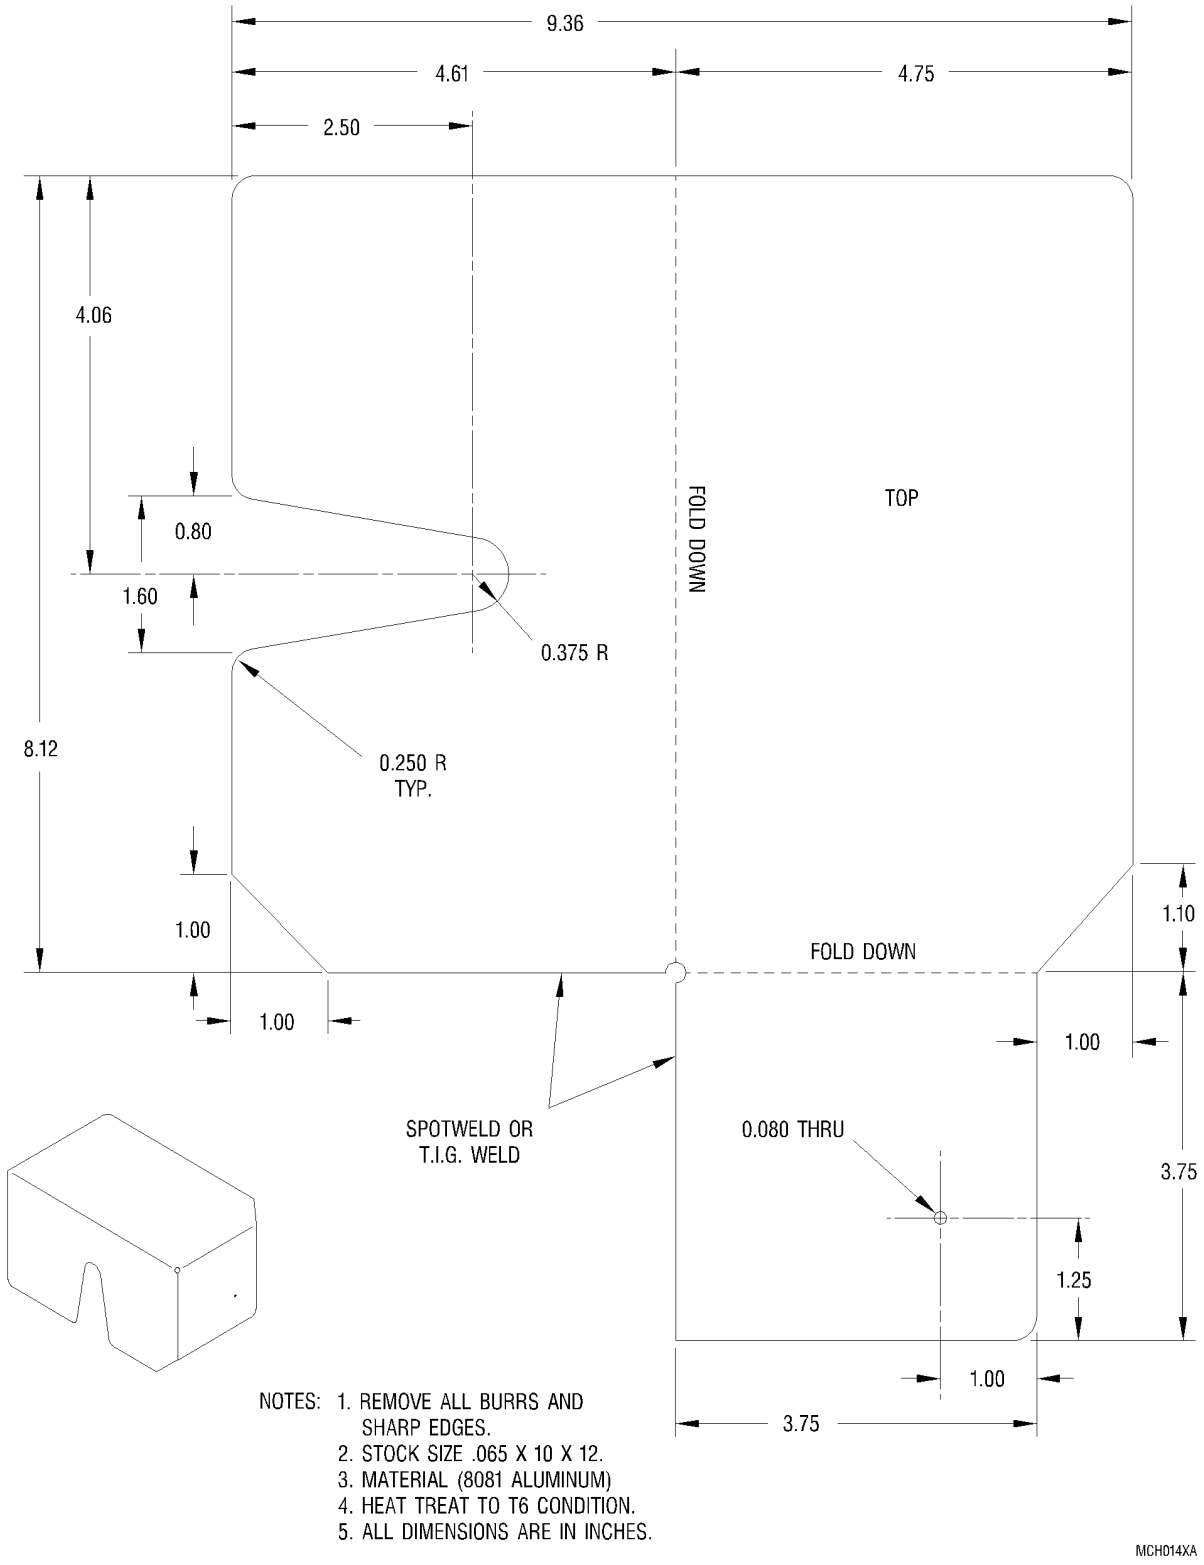

Figure 4. T56 Fuel Control Protective Cover
b. Remove lockwire and disconnect electrical connector from fuel control shutoff valve solenoid assembly (1, figure 4)
d. Remove lockwire, screw (2), washer (3), nuts (4) washers (5) and support bracket (6).
e. Remove lockwire and screws (7) and washers (8) from electrical connector support flange.
f. Remove lockwire and screws (9) from fuel control shutoff valve solenoid assembly mounting flange.